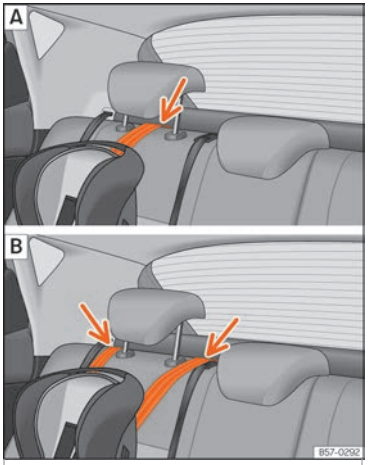

Fig. 26 Rear seats: adjustment and assembly according to the Top Tether belt.
- Place the belt under the headrest of the back seat ››› Fig. 26 (depending on the instructions of the chair itself, lift or remove the headrest if necessary).